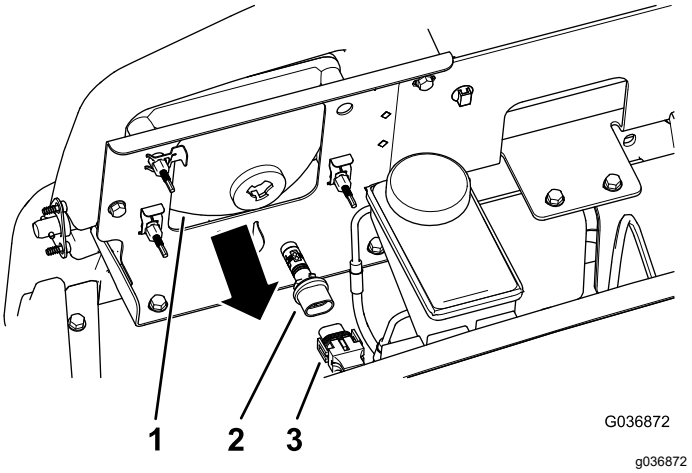

Figur 42
3. Koppla loss kablagets elektriska anslutning från lampans kontakt på baksidan av lamphuset (Figur 42).
4. Vrid lampenheten en kvarts varv motsols och dra den bakåt, ut ur lamphuset (Figur 42).
5. Sätt i den nya lampenheten och lamphuset och passa in flikarna på lampenheten efter skårorna i lamphuset (Figur 42).
6. Fäst lampenheten genom att vrida den ett kvarts varv medsols (Figur 42).
7. Anslut kablagets elektriska anslutning till den nya lampenhetens kontakt (Figur 42).